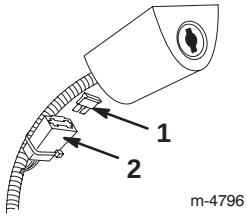

Figuur 31
2. Monteer de nieuwe zekering zoals wordt getoond in Figuur 31.